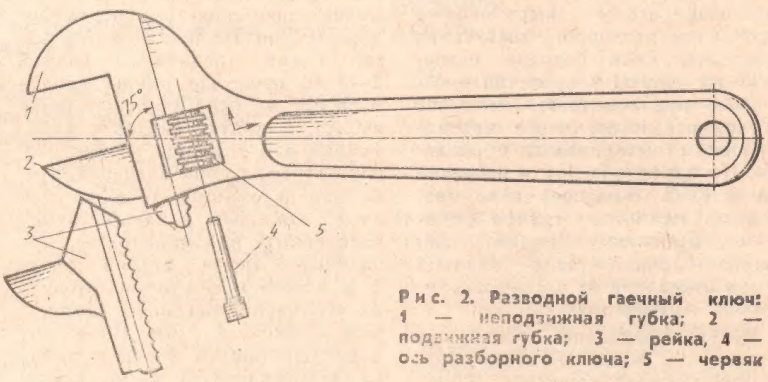

**Рис. 2. Разводной гаечный ключ: 1 — неподвижная губка; 2 — подвижная губка; 3 — рейка, 4 — ось разборного ключа; 5 — червяк**
**Ключ гаечный разводной.** Для вращения деталей с гранями применяются разводные гаечные ключи, то есть ключи с изменяющимся расстоянием между губками (рис. 2). Действовать такими ключами следует по определенным правилам, чтобы обеспечить их долговечность. Предположим, нужно открутить гайку. Подводите к ней губки ключа и вращением червяка добиваетесь плотного соприкосновения губок и граней гайки. Нажимаете на рукоятку ключа только ладонью, и то не изо всех сил. Учтите, что разводной ключ выдерживает гораздо меньшие нагрузки, чем трубный или обычный гаечный. В трубном ключе усилие передается на специально для этого предназначенную трапецеидальную резьбу и гайку, которая захватывает несколько ее витков. А в разводном ключе вся нагрузка падает на 3—5 зубцов рейки и на соответствующие контактирующие места червяка. Достаточно «от души» надавить на ключ, и ломаются части спирали червяка (особенно заходные), деформируется его ось. Червяк начинает вихлять, подвижная губка болтаться. Все! Теперь приступайте к ремонту самого ключа! Погнутую ось, чтобы не повредить резьбы, правьте на доске. С выломанными местами червяка ничего не сделаете. Для уменьшения качки подвижной губки можно немного приблизить стороны направляющего желоба. Для этого неподвижную губку вложите в тиски и попробуйте сдавить стенки желоба. Можно это произвести и молотком, расположив желоб между двумя металлическими пластинами для равномерного распределения ударного усилия.